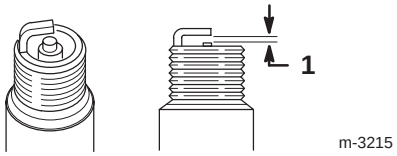

Figur 19
9. Justera gapet mellan elektroderna på det nya tändstiftet så att det är 0,76 mm enligt figur 19.